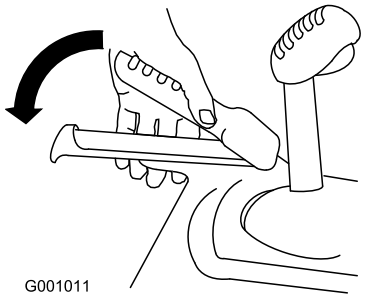

Rysunek 13
3. Przyciśnij lewą ręką dźwignię (trakcji) do uchwytu (Rysunek 13).
6. Przyciśnij lewą ręką dźwignię (trakcji) do uchwytu (Rysunek 13).